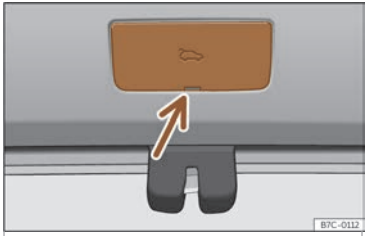

Fig. 81 Detalle do maleteiro:acceso ao desbloqueo de emerxencia.
- Retire a cuberta facendo panca co espadín da chave››› **fig. 81**.